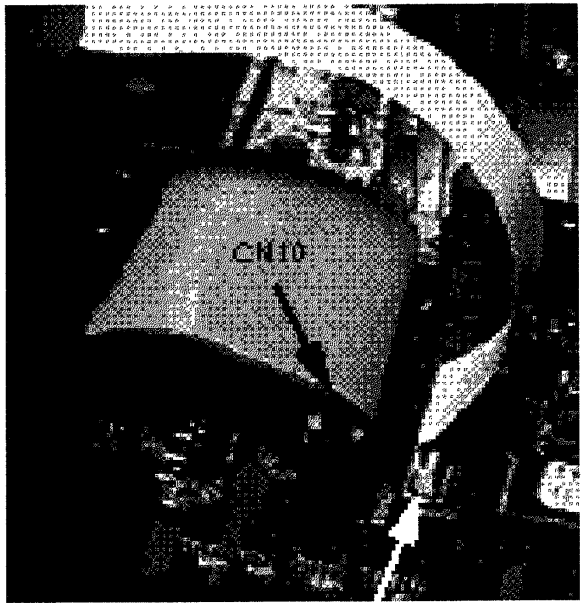

Рис. 4-32 **Разъемы главной платы CN10 и CN4**
6. Отсоедините кабели от разъемов CN10 и CN4 на главной плате (рис. 4-32).